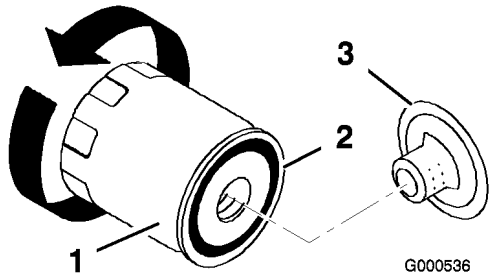

Figure 27
9. Changez le filtre à huile au besoin (Figure 27).
2. Déposez le filtre à huile usagé et essuyez la surface du joint de l'adaptateur (Figure 27).
3. Appliquez une fine couche d'huile propre sur le joint en caoutchouc du filtre de rechange (Figure 27).
4. Posez le filtre à huile de rechange sur l'adaptateur. Tournez le filtre dans le sens horaire jusqu'à ce que le joint touche l'adaptateur, puis donnez 1/2 à 3/4 de tour supplémentaire (Figure 27).